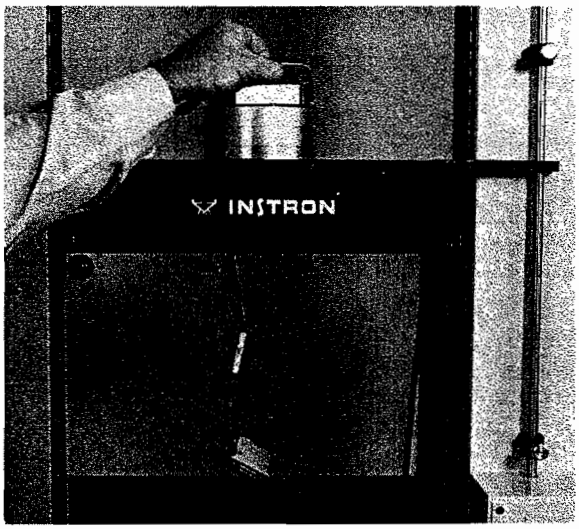

Figure 6-9. Installing a Load Cell
a. Before mounting the load cell, note the pattern of six threaded holes around its bottom flange. Install the cell into the center hole of the moving crosshead with its cable towards the rear (Figure 6-9). Align the two smaller threaded holes in the bottom of the cell with the captivated thumbscrews beneath the crosshead.